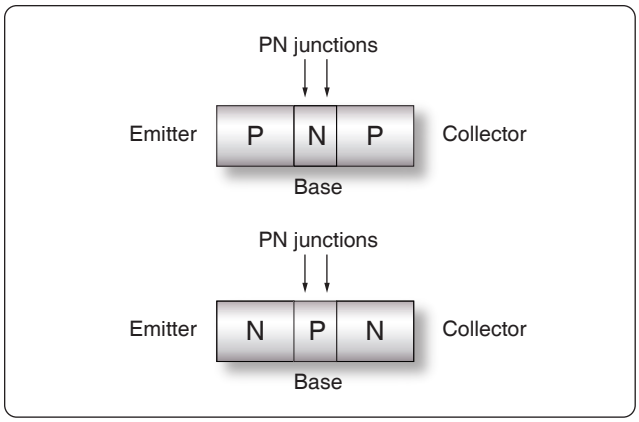

Figure 12-220. *Transistor.*
The transistor is a three-terminal device primarily used to amplify signals and control current within a circuit. *[Figure 12-220]* The basic two-junction semiconductor must have one type of region sandwiched between two of the other type. The three regions in a transistor are the collector (C), which is moderately doped, the emitter (E), which is heavily doped, and the base (B), which is significantly less doped. The alternating layers of semiconductor material type provide the common commercial name for each type of transistor. The interface between the layers is called a junction. Selenium and germanium diodes previously discussed are examples of junction diodes. Note that the sandwiched layer or base is significantly thinner than the collector or the emitter. In general, this permits a "punching through" action for the carriers passing between the collector and emitter terminals.